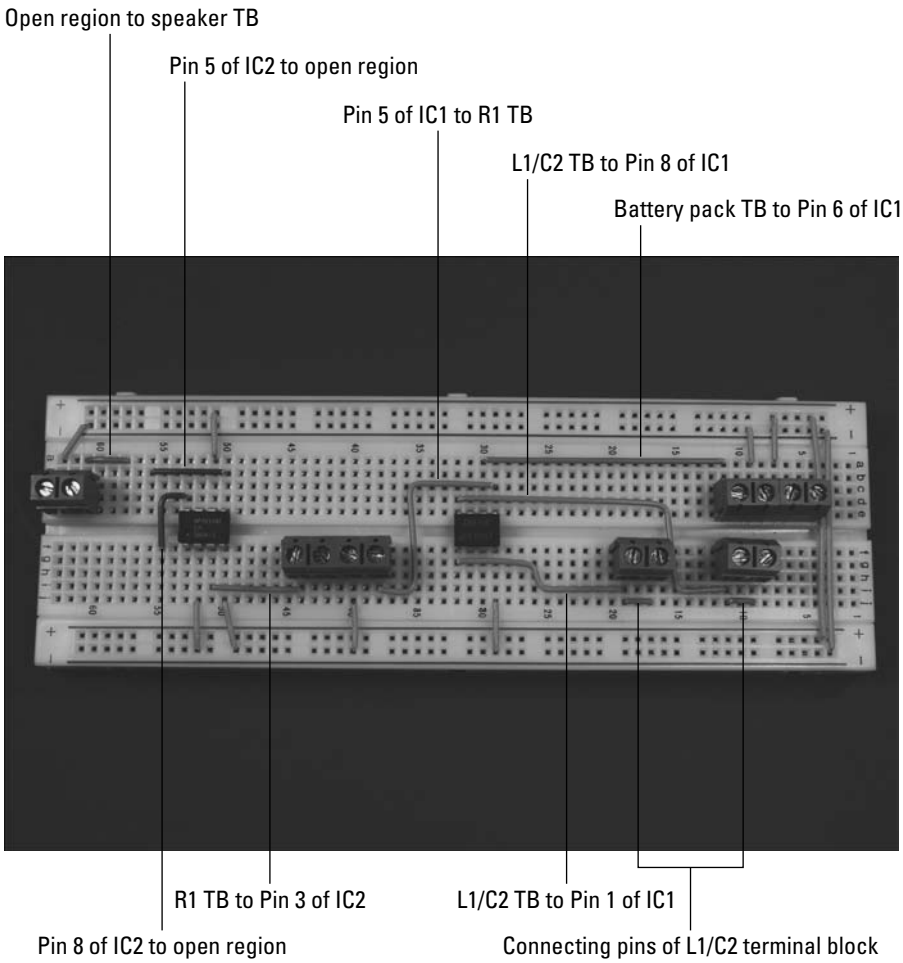

Figure 8-8: Hook up the ICs, terminal blocks (TB), and discrete components.
4. **Insert wires to connect the ICs, terminal blocks for the coil (L1), variable capacitor (C2) and terminal blocks for the potentiometer (R1), and terminal block for the speaker and discrete components, as shown in Figure 8-8.**